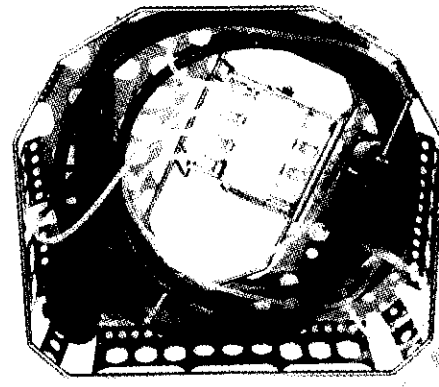

Figure 34 Large Endoscope in Cassette
4. Fit the light guide mantle as shown in *Figure 34*.